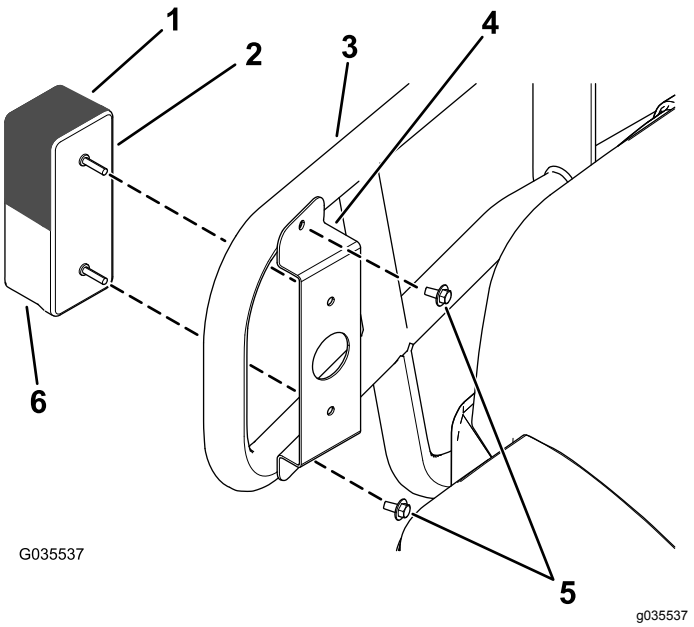

Figur 3
2. Monter det forreste positions-/signallys på børsteafskærmningen med det forreste beslag og de tidligere afmonterede 2 selvskærende skruer (¼ x ½") som vist i Figur 3.
Bemærk: Sørg for, at det gule lygteglas (signallys) placeres oven over det klare lygteglas (positionslys) som vist i Figur 3.